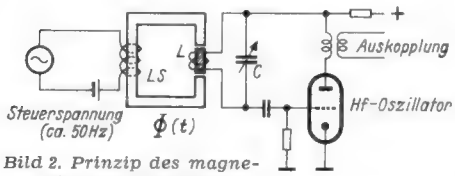

Bild 2. Prinzip des magnetischen Wobblers
1. Der magnetische Typ. **Bild 2** zeigt den grundsätzlichen Aufbau. Die Spule L eines Hf-Oszillators, die auf einen Hf-Eisenkern oder Ferroxcube-Kern gewickelt ist, liegt im Feld eines Elektromagneten, dessen Kraftfluß durch einen Wechselstrom niedriger Frequenz gesteuert wird. Im Rhythmus des Kraftflusses ändert sich die Permeabilität μ des Hf-Kernes und damit die Selbstinduktion und mit ihr die Frequenz des Hf-Oszillators. Mit Hilfe des Drehkondensators kann die Mittelfrequenz geändert werden. Man ersieht, daß es recht schwierig sein wird, eine frequenzlineare Wobbelung zu erreichen. Legt man an die Steuerspule LS z. B. eine sägezahnförmige Spannung, so ist der magnetische Fluß Φ nicht sägezahnmäßig, da er den Strom und nicht der Spannung proportional ist. Hier tritt also das gleiche Problem auf wie bei der magnetischen Bildablenkung im Fernsehempfänger, wo komplizierte Entzerrungsmaßnahmen die Linearität herstellen. — Weiterhin ist die Frequenzänderung des Oszillators nicht proportional der Selbstinduktionsänderung der Hf-Spule. Aus diesen kurzen Hinweisen ersieht man schon, daß man kaum bei einem Wobbler, zumal wenn er billig sein soll, mit einer Frequenzlinearität rechnen kann. Jedoch ist die Abweichung sehr einfach zu erfassen, wie wir später sehen werden, so daß dies den eigentlichen Abgleichvorgang nicht beeinträchtigt. Das Gleiche gilt auch für die anderen Ausführungsformen des FM-Teiles.